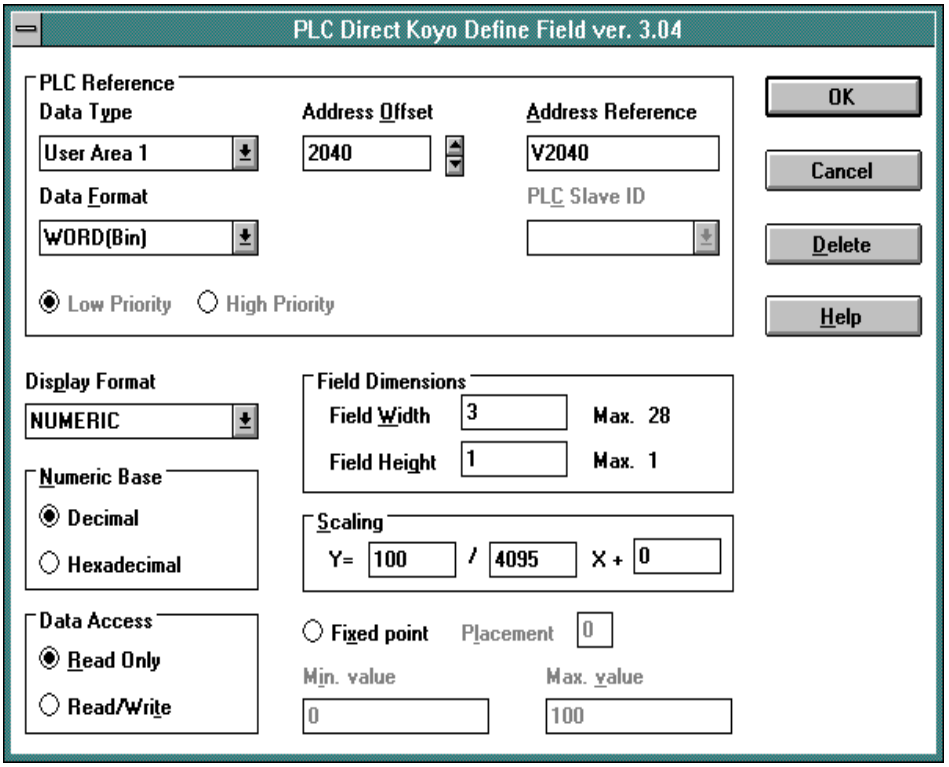

Figure 3
3. This can be accomplished by using the following method. Simply divide the value in the controller by the maximum possible value and multiply this result by 100 to turn it into a percentage. To do this we need to set A=100, B=4095, and C=0. The dialog box should be similar to the one shown in Figure 3.